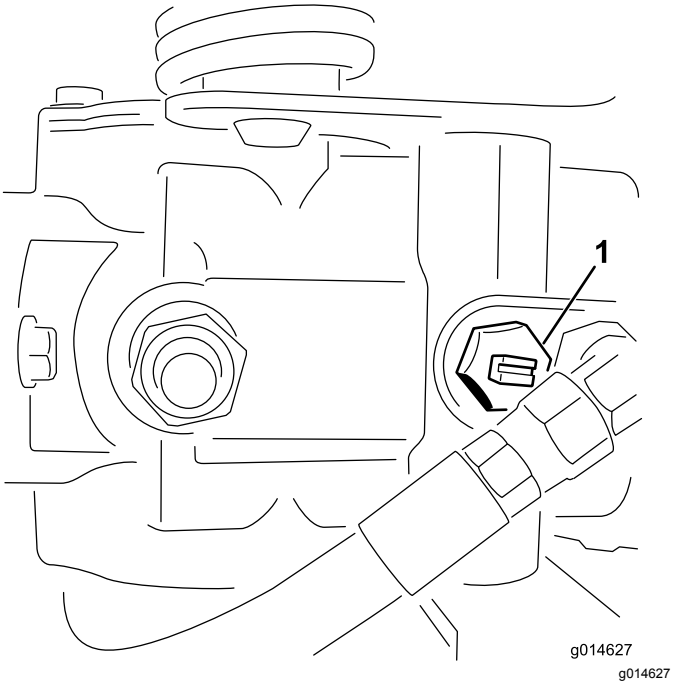

Figur 22
1. Lokalisera överströmningsventilen på pumpen och vrid den så att skåran är lodrät (Figur 22).
2. Stäng överströmningsventilen genom att vrida den så att skåran är vågrät (Figur 22) innan du